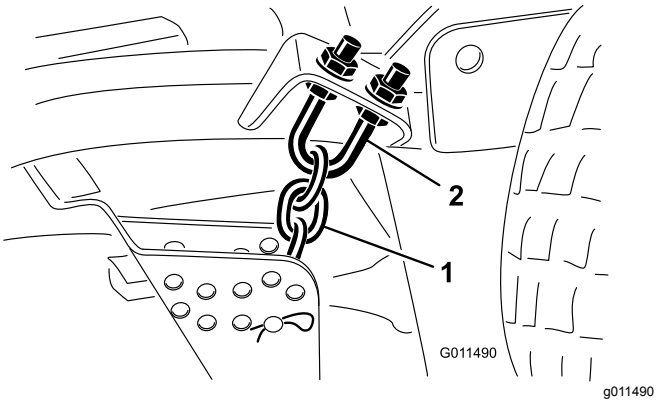

**Figur 84**
1. Løsne låsemutteren øverst eller nederst på klippehøydekjedets U-bolt (Figur 84).